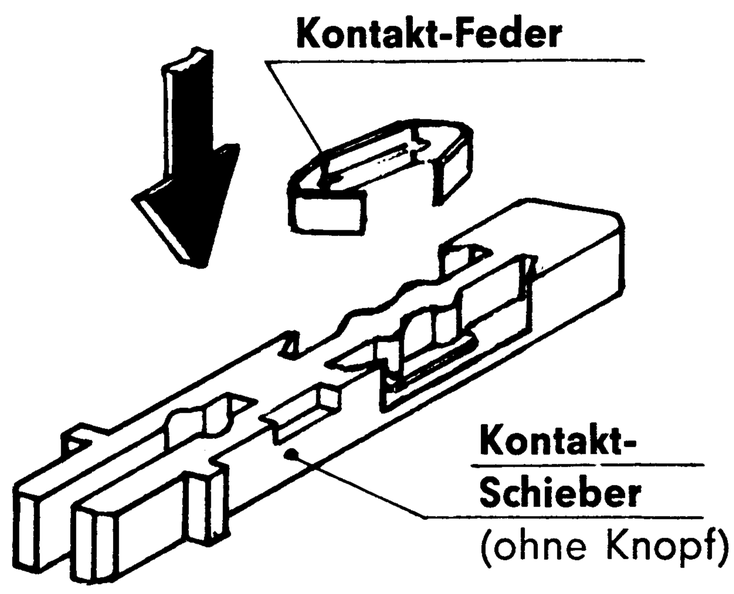

Abb. 3
5) **Das Wiedereinsetzen** (nach Abb. 3) geschieht so, daß zunächst die Kontaktfedern von oben in die entsprechenden Aussparungen des Kontaktschiebers eingesetzt werden.